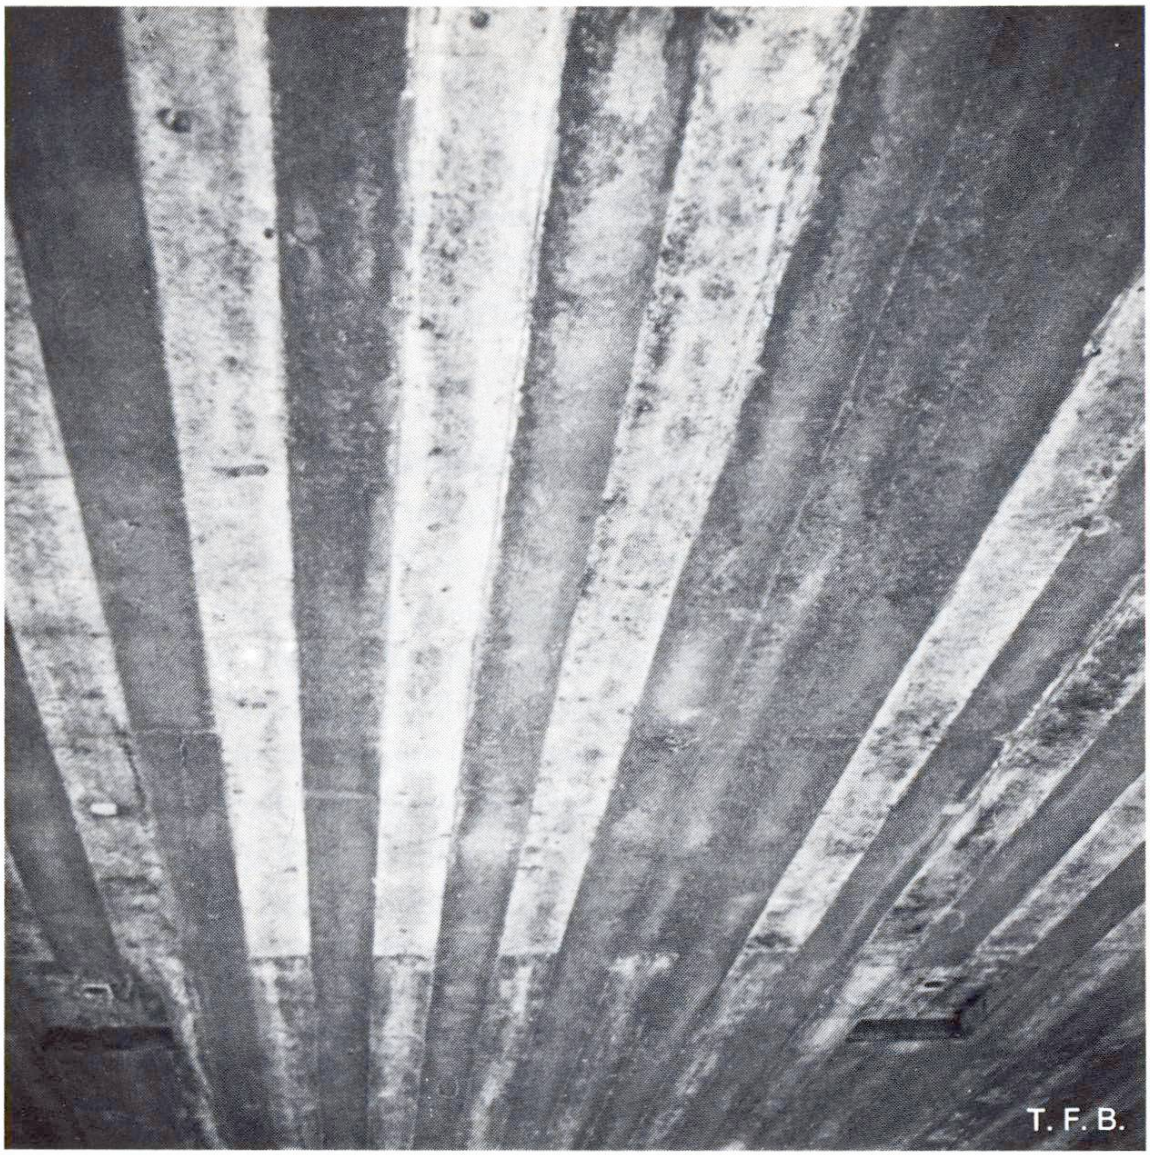

Abb. 6 Ungleichmässiges Schwinden einzelner Schalungsbretter führt zu starken Unregelmässigkeiten der Grautönung.
8. Es ist günstig, zum frühmöglichsten Termin auszuschalen. Es sollte jedenfalls nicht vorkommen, dass der Beton zusammen mit der Schalung gänzlich austrocknet. Dies erhöht die Gefahr für unregelmässige Farbe, Ausblühungen und Schalungsölflecken (Abb. 6).